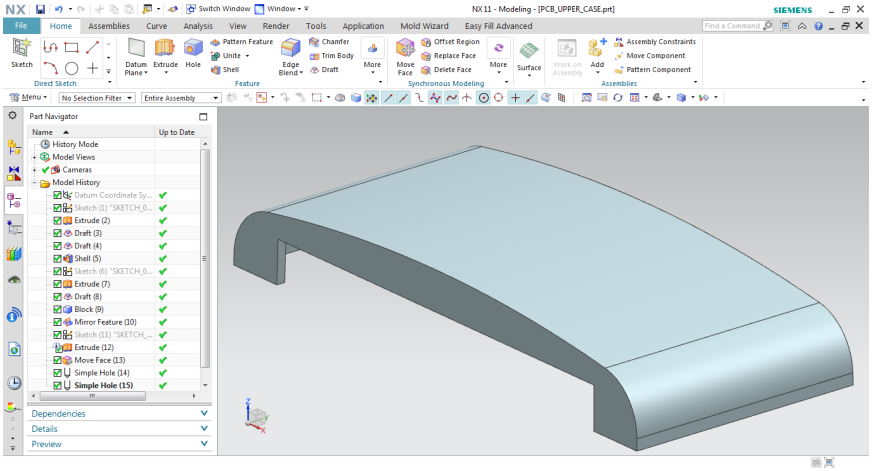

Figure 2-32 The PCB_UPPER_CASE model in Modeling environment
3. Select the **PCB_UPPER_CASE** from the **Name** list; the **PCB_UPPER_CASE** is displayed in **File name** drop-down list. Next, choose the **OK** button; the model is displayed, refer to Figure 2-32.